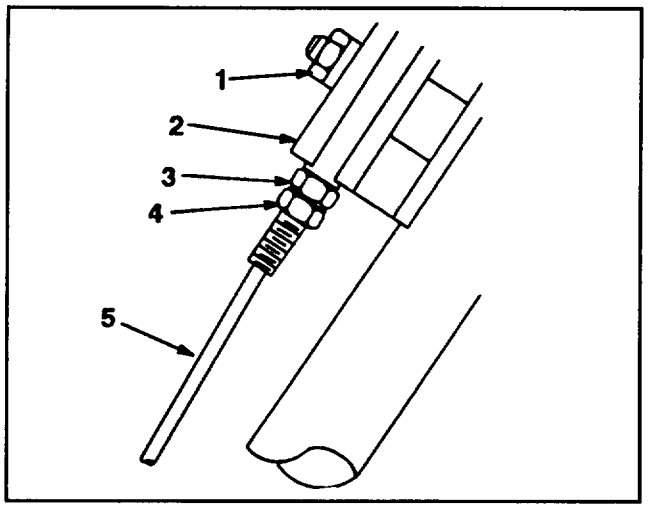

Abbildung 19
2. Mutter auf dem Stützblock lösen (Abb. 19).
3. Untere Gegenmutter am Radfahrantriebskabel lösen (Abb. 19).
8. Die obere Gegenmutter sollte nach der Einstellung am Stützblock anliegen (Abb. 19).